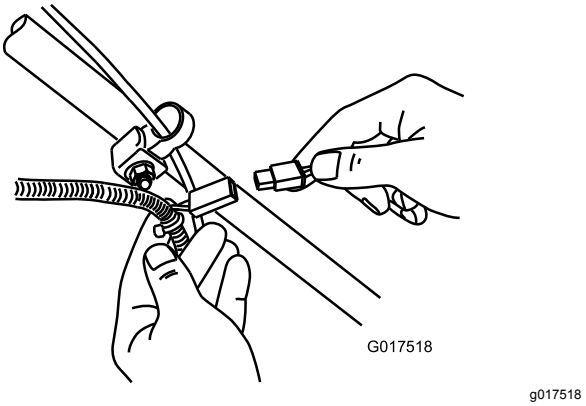

Figur 35
1. Anslut laddaren till ledningsnätet, som finns nedanför tändningsnyckeln (Figur 35).